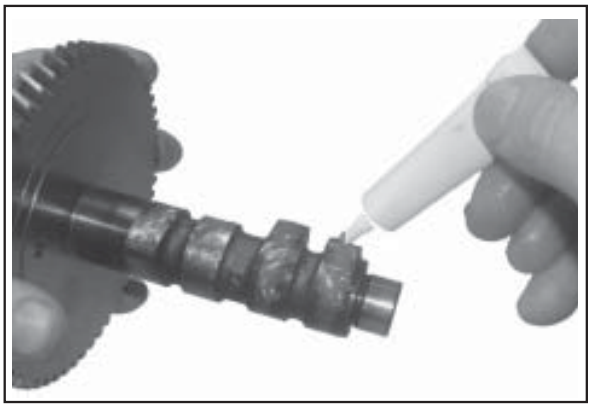

Figure 11-12. Apply Camshaft Lubricant to Cam Lobes.
1. Liberally apply camshaft lubricant (see Section 2) to each of the cam lobes. Lubricate the camshaft bearing surfaces of the crankcase and camshaft with engine oil. See Figure 11-12.